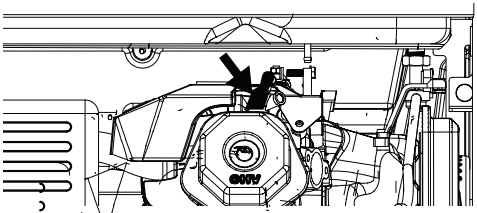

*Figure 23* - Remove Spark Plug Boot
3. Remove the spark plug boot by firmly pulling the plastic spark plug boot handle directly away from the engine (see Figure 23).